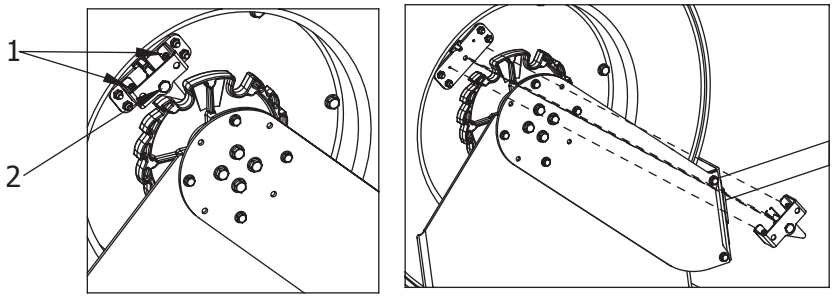

Fig. 6
1. Avec le flexible complètement enroulé sur l'enrouleur et la butée de blocage du flexible touchant la sortie à galets, enlevez les vis (1) (fig. 6).
2. Dévissez la tige du cliquet (2), et retirer le mécanisme.